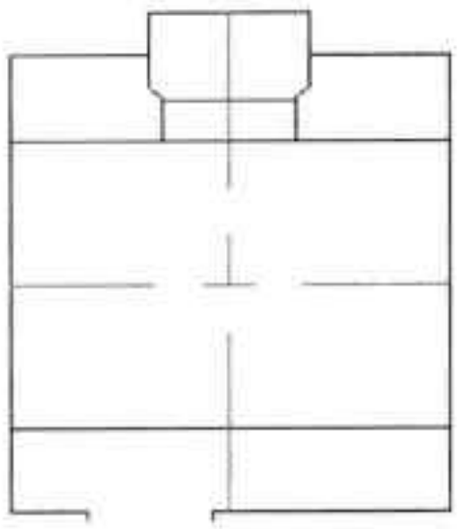

图21-92 添加倒角
Step 13 执行“倒角”命令，根据命令行提示，选择“角度”选项，设置倒角长度为 1、距离为 45，如图 21-92 所示。